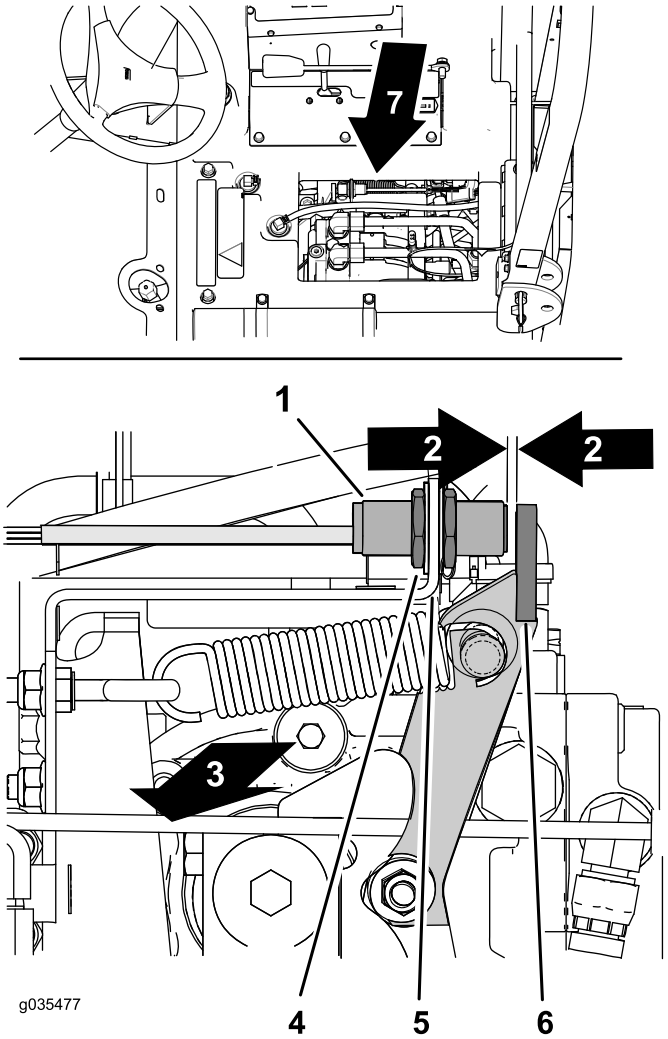

Figuur 71
A. Zoek de naderingssensor, rechts, bovenaan bij de hydraulische pomp (Figuur 71).
B. Controleer of de beugel van de naderingssensor niet verbogen is en dat de indicator achterop de sensor oplicht (Figuur 71).
1. Zoek de naderingssensor, rechts, bovenaan bij de hydraulische pomp (Figuur 71).
2. Maak de contramoeren aan beide kanten van de sensorbeugel los (Figuur 71).
3. Stel de contramoeren in totdat er een tussenruimte is van 2,5-3,6 mm tussen het uiteinde van de naderingssensor en de flens van de neutrale arm (Figuur 71).
4. Draai de contramoeren vast (Figuur 71).